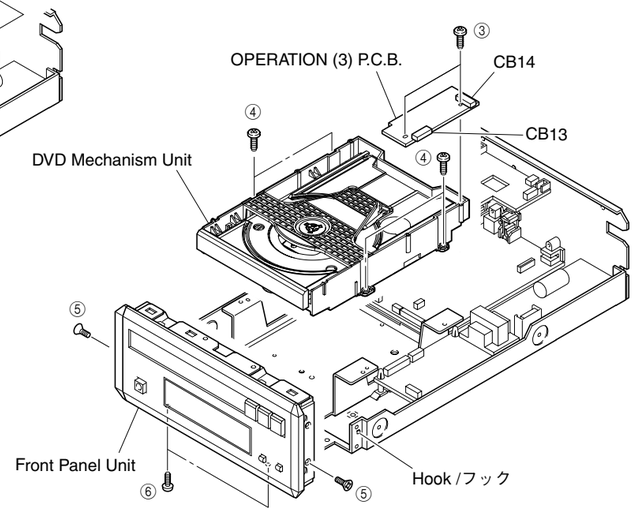
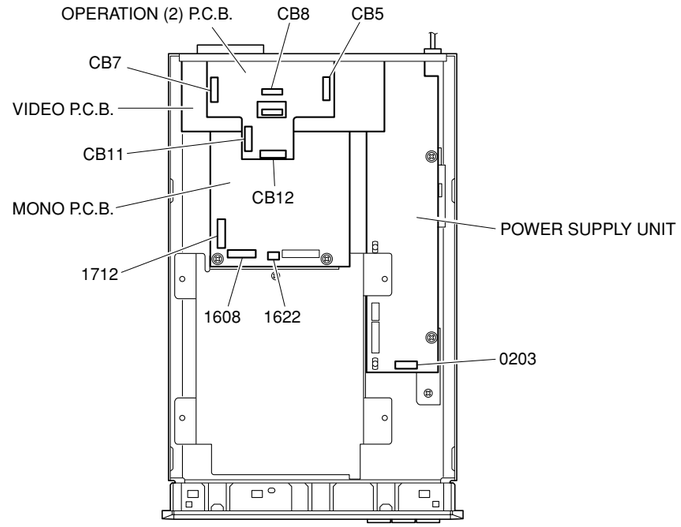
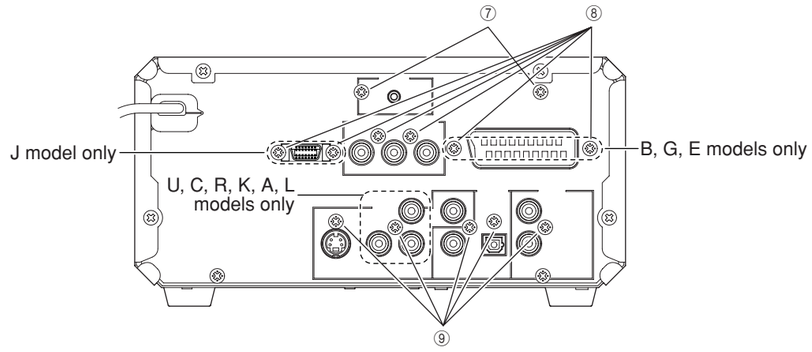

Fig. 2
Fig. 3
Fig. 4
2. Removal of OPERATION (3) P.C.B. and DVD Mechanism Unit
a. Remove 2 screws (③) in Fig. 2.
b. Remove a connectors (CB13, CB14) in Fig. 2.
c. Remove the OPERATION (3) P.C.B.
d. Remove 4 screws (④) in Fig. 2.
e. Remove a connector (CB12) in Fig. 3.
2. OPERATION (3) P.C.B.、DVDメカユニットの外し方
a. ③のネジ2本を外します。(Fig. 2)
b. コネクター CB13、CB14を外します。(Fig. 2)
c. OPERATION (3) P.C.B.を取り外します。
d. ④のネジ4本を外します。(Fig. 2)
e. コネクター CB12を外します。(Fig. 3)
a. Remove 2 screws (⑤), 2 screws (⑥) in Fig. 2.
b. Remove a connectors (CB5, 0203, 1608, 1622) in Fig. 3.
a. ⑤のネジ2本、⑥のネジ2本を外します。(Fig. 2)
b. コネクター CB5、0203、1608、1622を外します。(Fig. 3)
4. Removal of OPERATION (2) P.C.B.
a. Remove 2 screws (⑦) in Fig. 4.
b. Remove a connectors (1712, CB7, CB8, CB11) in Fig. 3.
c. Remove the OPERATION (2) P.C.B.
4. OPERATION (2) P.C.B.の外し方
a. ⑦のネジ2本を外します。(Fig. 4)
b. コネクター 1712、CB7、CB8、CB11を外します。(Fig. 3)
c. OPERATION (2) P.C.B.を取り外します。
a. Remove 4 screws (⑧) in Fig. 4.
a. ⑧のネジ4本を外します。(Fig. 4)
a. Remove 5 (U, C, R, K, A, L models) / 4 (B, G, E models) screws (⑨) in Fig. 4.
a. ⑨のネジ4本を外します。(Fig. 4)